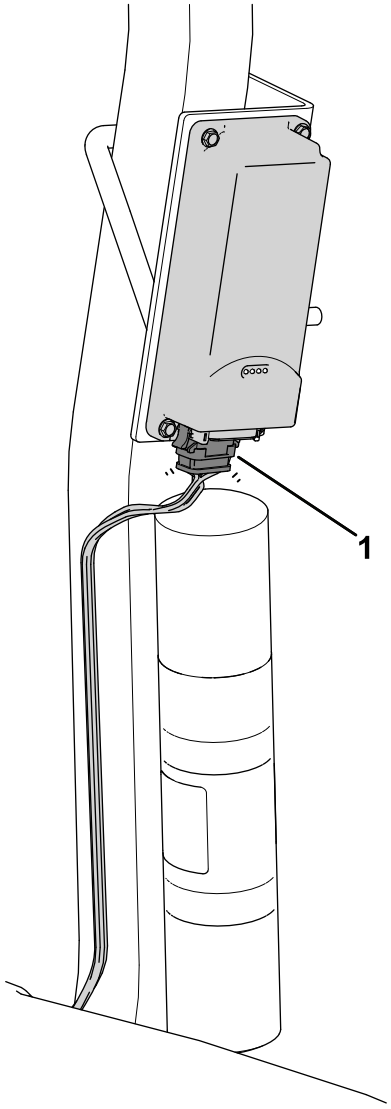

Figur 13
3. Installera kontakten märkt P02 på telematikkablaget på telematikenheten (Figur 13).